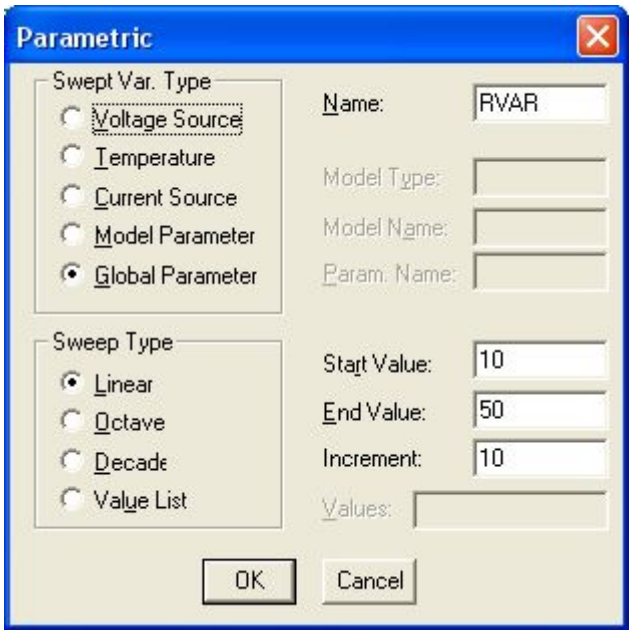

Рис. 21
5. Установим параметры режима Parametric Sweep. Для этого в окне установки параметров определим параметры режима так, как показано на рис. 21. Мы указали тип варьируемой переменной (Global Parameter), ее имя (RVAR), характер изменения (линейный). В соответствии с установленными параметрами программа должна рассчитать частотные и временные характеристики для пяти значений сопротивления резистора с шагом (increment) 10 Ом.